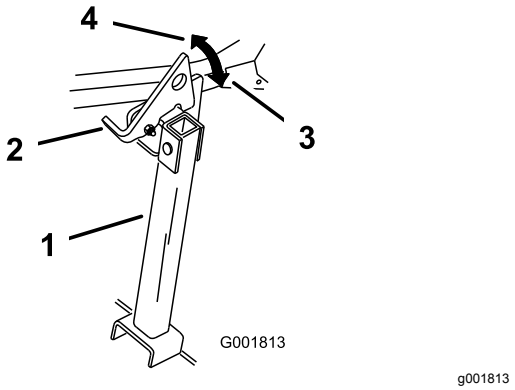

Figura 44
2. Levante el enganche a la posición desbloqueada (Figura 44).